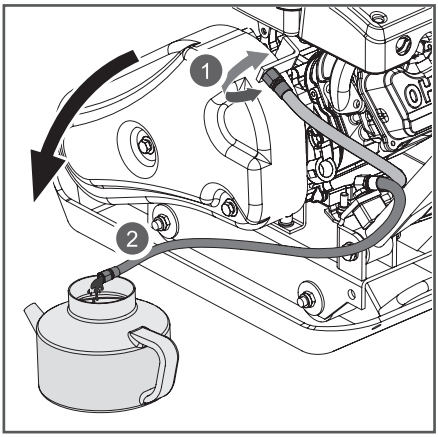

Рис. 16 Замена масла в двигателе
(1) Техническое обслуживание должно осуществляться более часто, при работе в пыльных условиях.
(2) Данный вид работ необходимо выполнять в авторизованном сервисном центре.
5. Открутите соединительную гайку шланга для слива масла от кронштейна крепления и слейте отработанное моторное масло через шланг в подготовленную для этого емкость (Рис. 16).